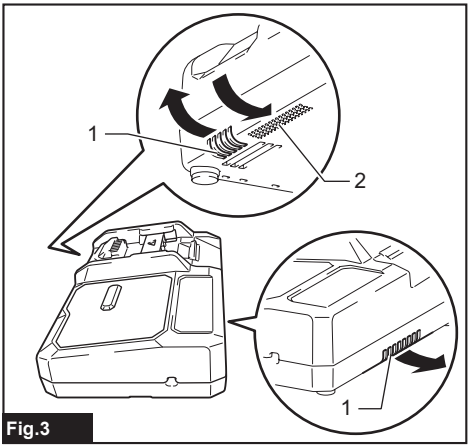

Fig.3
► **Fig.3:** **1.** Exhaust vent **2.** Intake vent